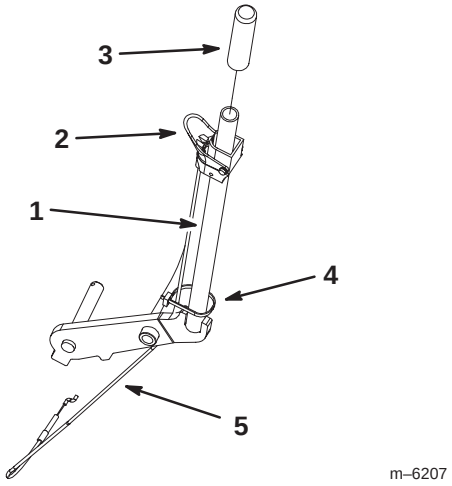

Figure 3
1. Loosely install the latch lever onto the new handle (Fig. 3).
2. Slide the grip on. Make sure the grip is totally on the bagger lever (Fig. 3).